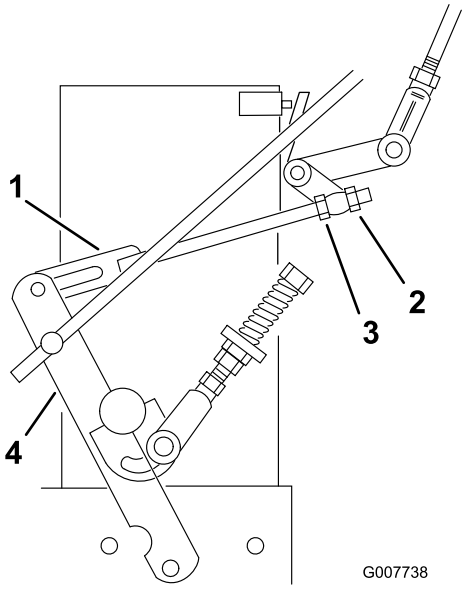

Figur 34
8. Løsn den forreste justermøtrik på den venstre hydrauliske ledforbindelse som vist i Figur 34.
9. Drej den venstre justermøtrik mod uret, indtil hjulet drejer fremad (Figur 34).
10. Drej den bageste justermøtrik med uret 1/4 omgang ad gangen. Flyt så hastighedskontrolhåndtaget fremad og tilbage til den neutrale position. Gentag dette, indtil hjulet stopper med at dreje fremad (Figur 34).